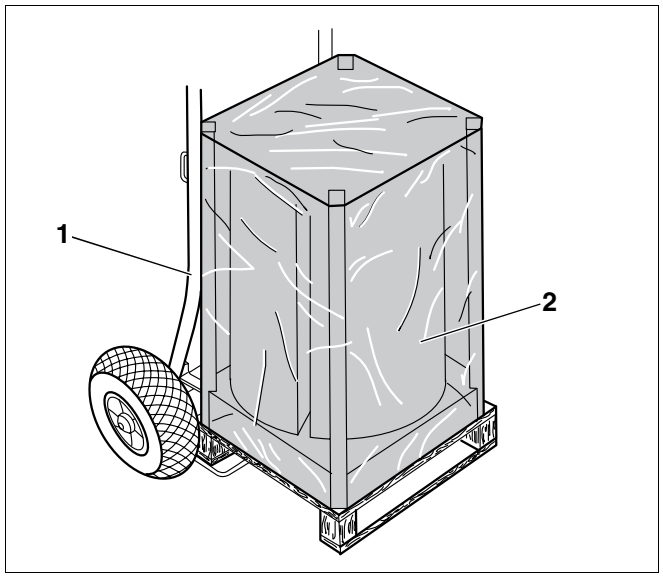

Afb. 3 Boiler met het transportwagentje transporteren
- Plaats het transportwagentje (afb. 3, **pos. 1**) aan de achterzijde van de verpakte boiler (afb. 3, **pos. 2**).